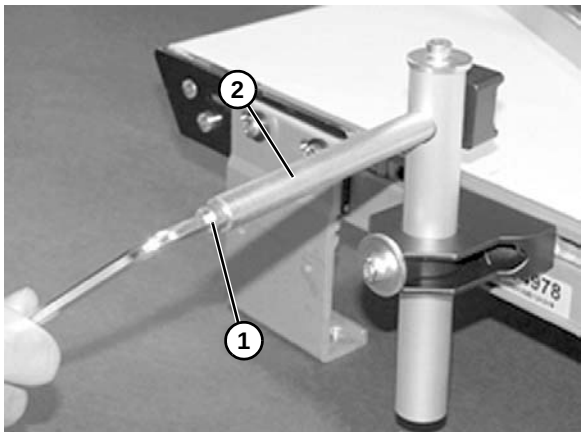
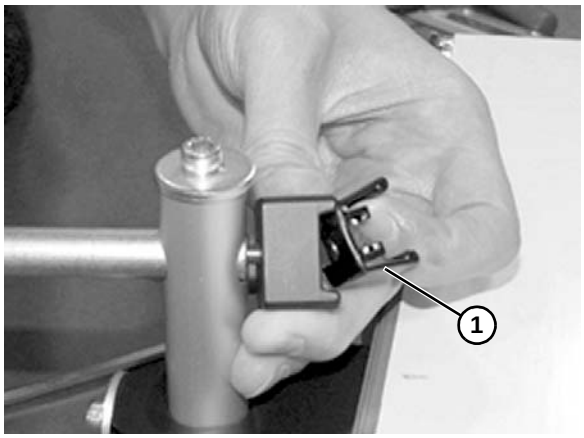
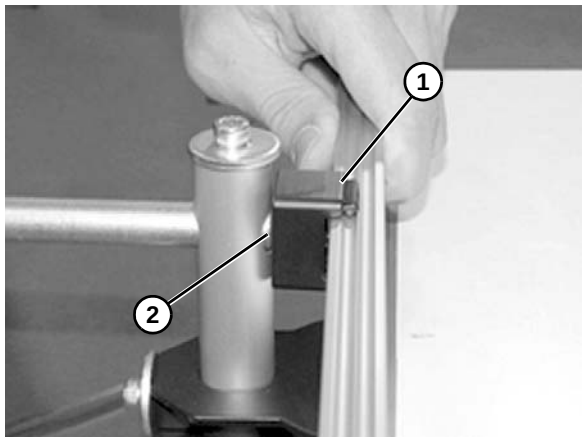

Abbildung 21
Abbildung 22
Abbildung 24
3. Schraube **(Abbildung 21, Teil 1)** am Wellenende **(Abbildung 21, Teil 2)** lösen, um die Klammer abzunehmen **(Abbildung 22, Teil 1)**.
5. Klammer **(Abbildung 24, Teil 1)** wieder zusammensetzen und an der Welle **(Abbildung 24, Teil 2)** befestigen. Schraube **(Abbildung 21, Teil 1)** am Wellenende festziehen.